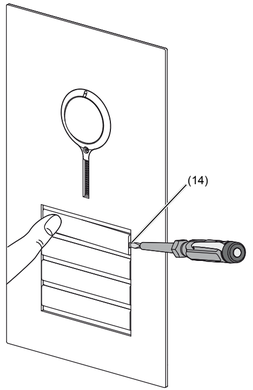

Bild 3: Namensschild Abdeckung lösen
- Schraubendreher in der Hebelöffnung (14) ansetzen und Arretierung lösen (Bild 3).